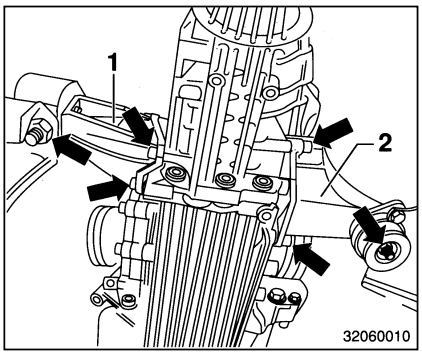

Figure 1 **Right-hand and left-hand gearbox supports** 1 Left-hand gearbox support - 2 Right-hand gearbox support
- Remove right-hand gearbox support (Figure 1/2).
- Remove left-hand gearbox support (Figure 1/1) and mount.